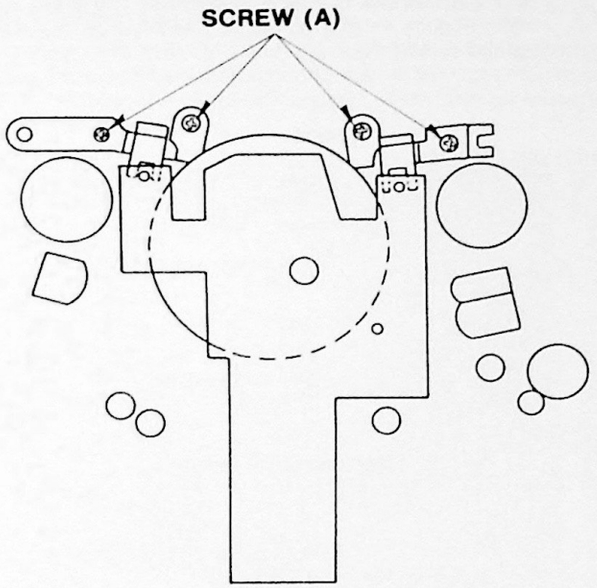

Figure 16. V-Stopper Block
The height of the supply and take-up reel turntables should be the same ±0.1-mm tolerance. Turntable heights are adjusted by changing the washer stack located under each turntable — see Page 2-6, Figure 16.
1. Loosen four (4) screws and place V-Block Jig as shown in Figure 16.
2. Move the V Block assemblies into contact with jig and tighten the four (4) retainer screws.